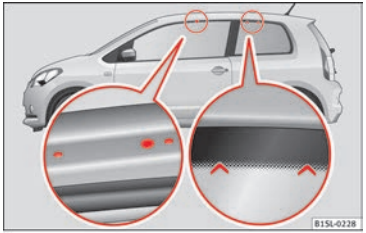

Fig. 141 Attachment points for the basic supports and the roof carrier system in two-door vehicles.
Two-door vehicles: the holes and marks indicating the fitting points for base front supports are in the lower half of the roof struts ››› **Fig. 141** (enlarged left image). The holes and marks are only seen with the door open. The fitting marks for base rear supports are in the upper half of the windows ››› **Fig. 141** (enlarged right image).
- **The base support should only be fitted to the points indicated in the diagram** **››› Fig. 141****.**